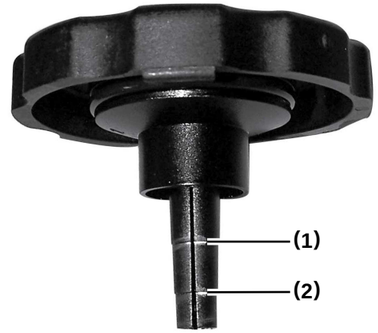

***Figure 6***
2. Power steering fluid level must be between the upper **(Figure 6, (1))** and lower **(Figure 6, (2))** level marks.